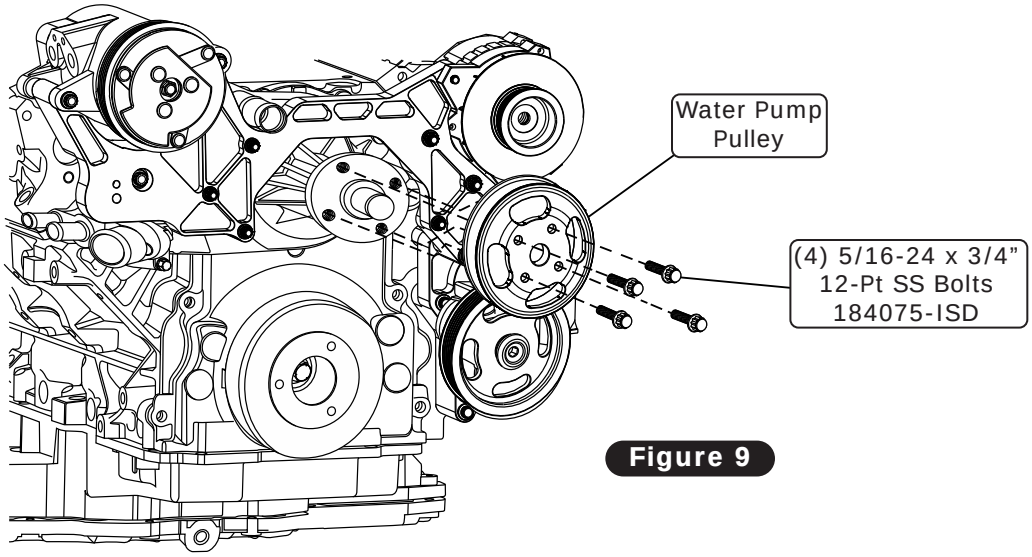

**Figure 9**
**1.** Install the water pump pulley onto the water pump using (4) 5/16-24 x 3/4” bolts as shown in Figure 9, below. Torque to 22 lb ft.